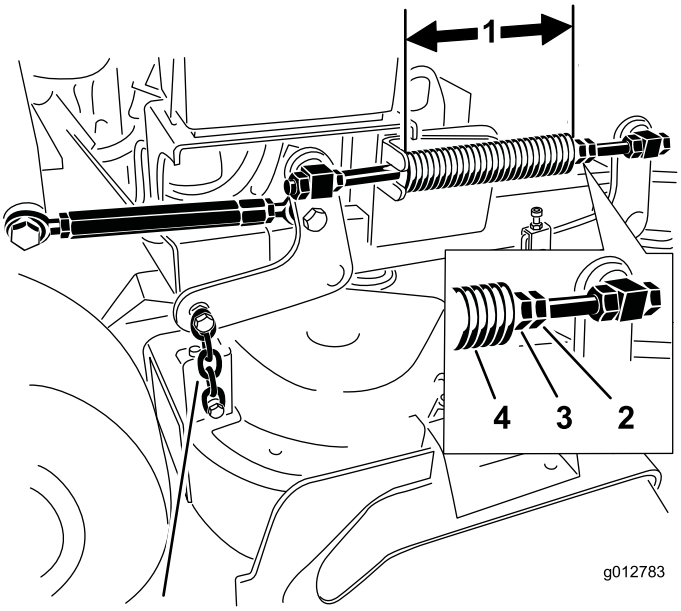

Figur 89
2. Kontrollera kompressionsfjäderns längd. Den nominella längden är 28,2 cm för klippdäck på 91 cm och 25,7 cm för klippdäck på 102 cm (Figur 89).
3. Justera det här avståndet genom att lossa fjäderkontramuttern och vrida muttern framför respektive fjäder (Figur 89).
4. Lås muttern på plats genom att dra åt fjäderkontramuttern (Figur 89).